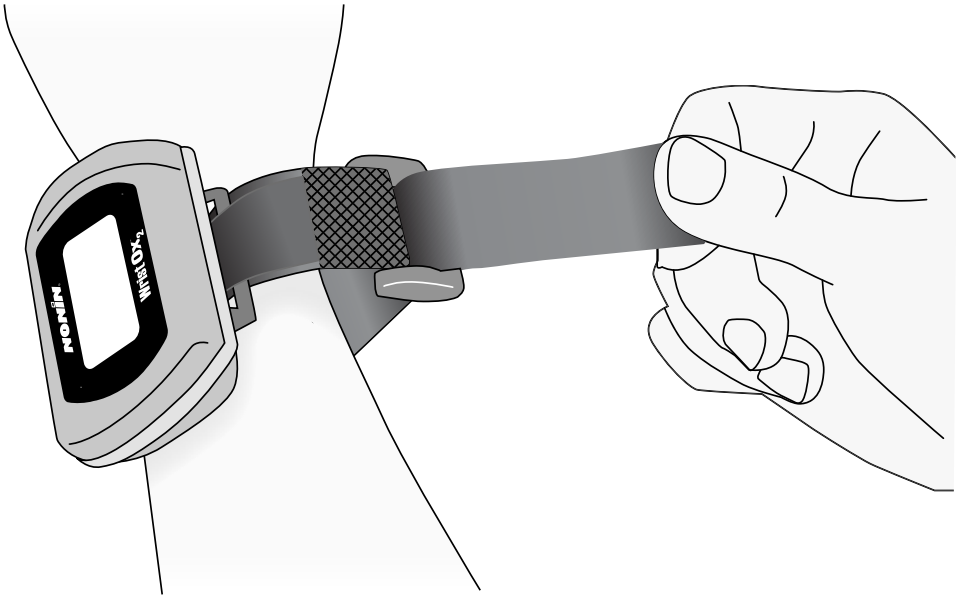

Figure 13 : Enfilez et serrez le bracelet
3. Si vous utilisez le bracelet à usage multiple, passez l'extrémité arrondie du bracelet à travers l'anneau en plastique. Tirez la sangle à travers l'anneau en plastique jusqu'à ce que l'appareil s'adapte confortablement sur le poignet (figure 13).